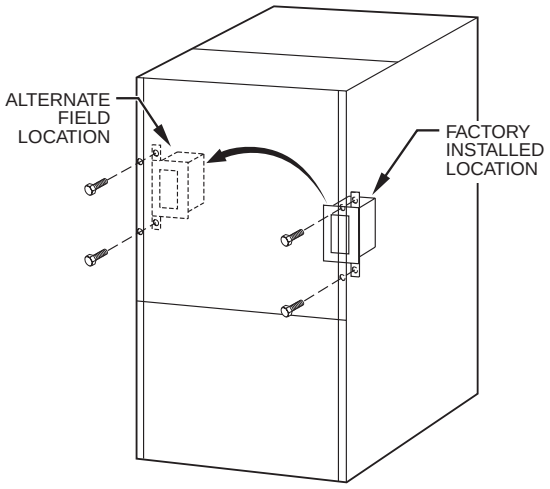

Fig. 32—Relocating J-Box
1. Remove 2 screws holding auxiliary J-box. (See Fig. 32.)